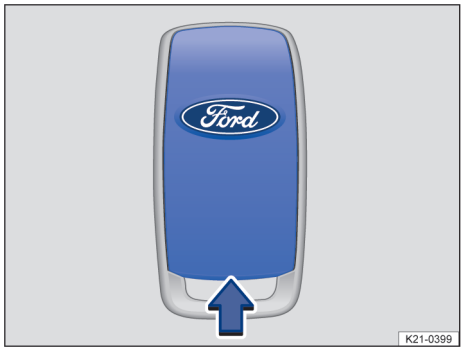

Fig. 95 Remplacement de la pile bouton de la radiocommande
1. Insérez dans le sens de la flèche un outil approprié tel qu'un tournevis dans l'évidement du boîtier de la radiocommande → fig. 95.